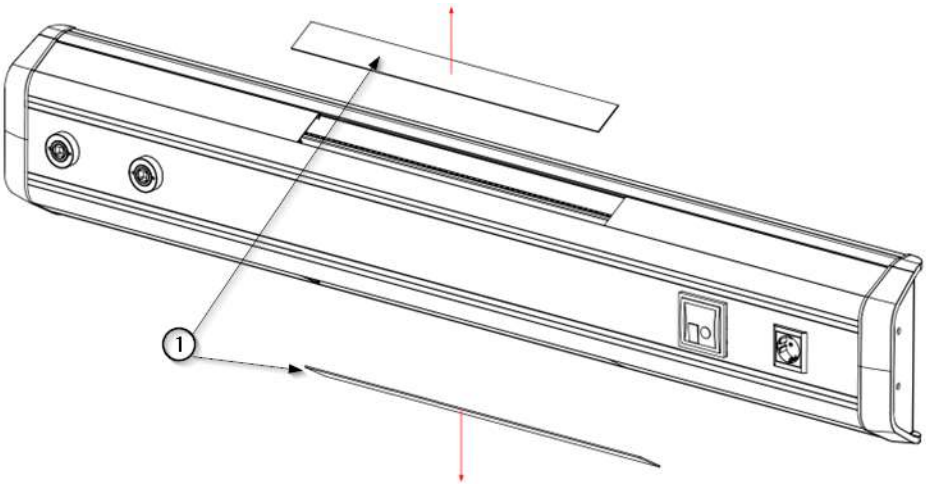

Rys. 1 Demontaż górnych i dolnych dyfuzorów
- Zdejmij dyfuzory światła ①, jak pokazano na rys. 1. Użyj płaskiego śrubokręta, uważając, aby nie zarysować lakieru na osłonach bocznych.